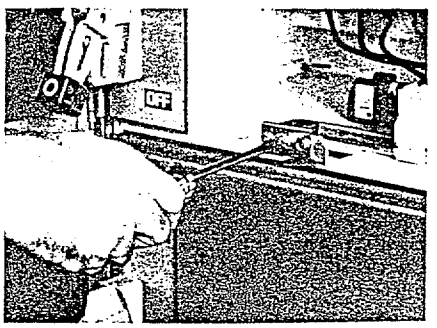

Figure 31: Releasing lock-in device
4. Release the lock-in device located at the bottom front of the unit by loosening the screw on the front of the device until the locking pawl is parallel to the bottom of the unit (figure 31).